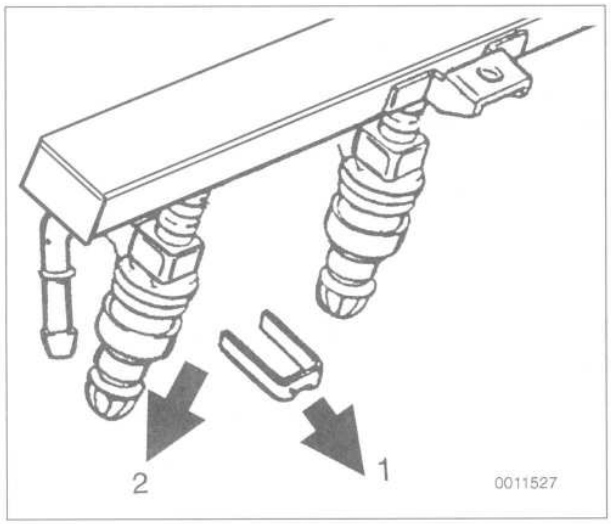

Fig. 18. Pry retaining clip from injector (**1**), then pull injector from rail (**2**).
7. Pry up the fuel rail and remove individual injectors by removing the injector retaining clip and pulling the injector from the rail. See Fig. 18.